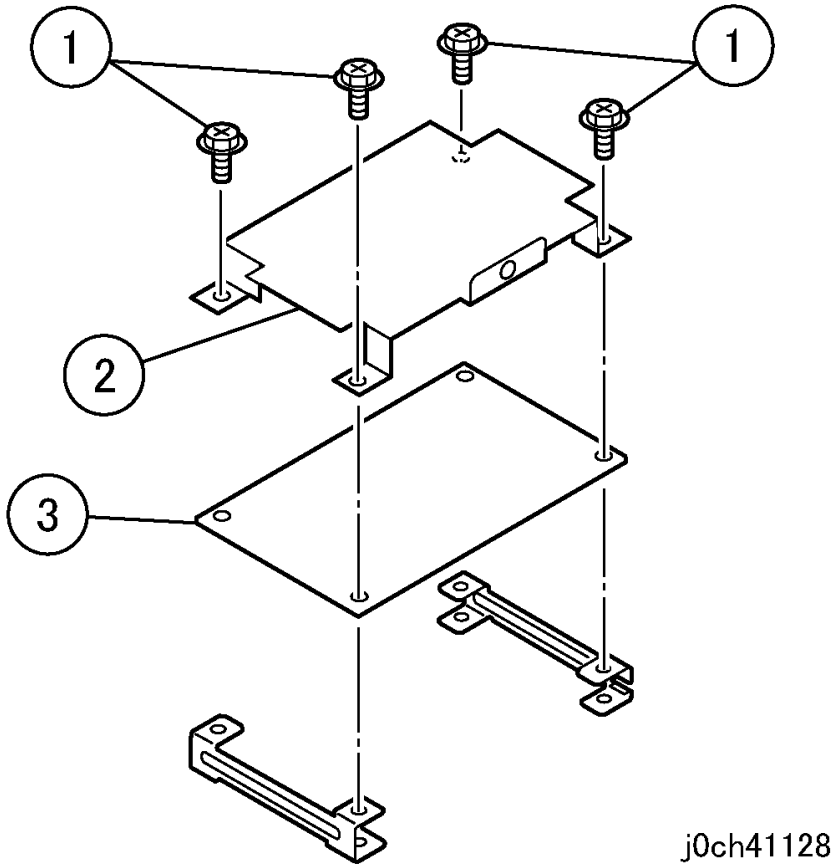

Рисунок 8 Снятие NBCR PWB (j0ch41128)
9. Снимите NBCR PWB (рисунок 8).